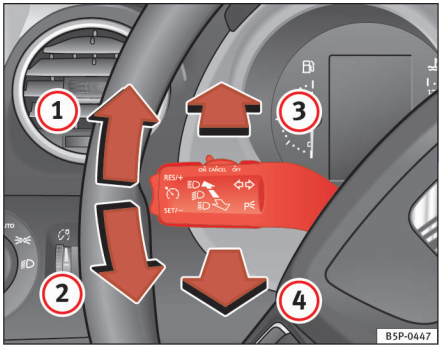

Fig. 76 Blink- og fjernlysarm
– Tryk armen helt op ⇒ fig. 76 (1) for at tænde **højre** blinklys, og tryk den helt ned (2) for at tænde **venstre** blinklys.
– Tryk armen fremad ⇒ side 113, fig. 76 (3) for at tænde fjernlyset.